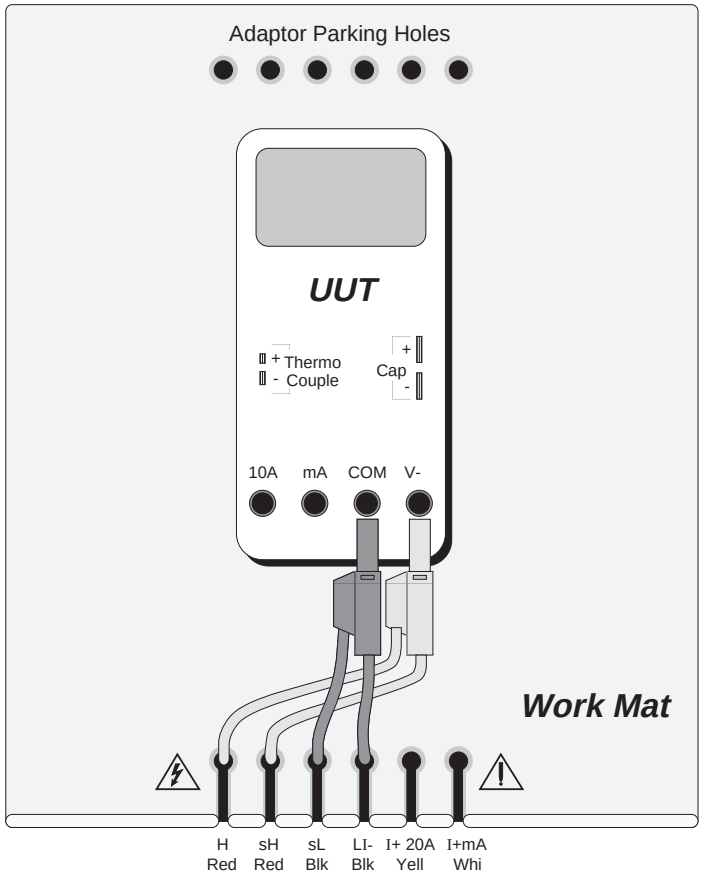

Fig. 4.3.2 Interconnections for DC Voltage UUT Calibration
The general connection scheme for UUT calibration is illustrated in *Fig. 4.3.2*.
1. **Connections** — Connect the 9100 to the UUT as shown in *Fig. 4.3.2*, and ensure that both instruments are powered ON and warmed up.